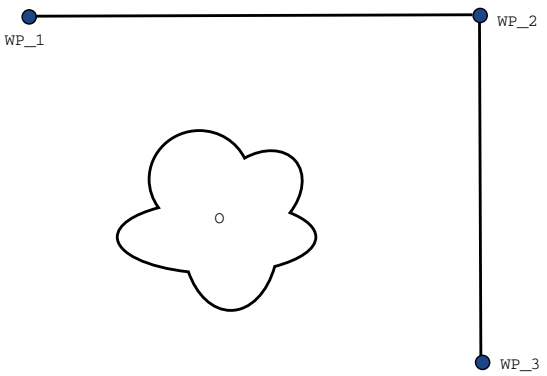

Figur 15.2: WP_1: utgångsläge, WP_2: via-punkt, WP_3: plockningsposition, O: hinder.
Exempel Tänk dig en plock- och placeringstillämpning som ett exempel (se figur 15.2), där roboten för närvarande är vid Vägpunkt 1 (WP_1) och den måste plocka upp ett föremål vid Vägpunkt 3 (WP_3). För att undvika kollisioner med föremål och andra hinder (O), måste roboten närma sig WP_3 i riktningen när den kommer från vägpunkt 2 (WP_2). Så tre vägpunkter införs för att skapa en väg som uppfyller kraven.